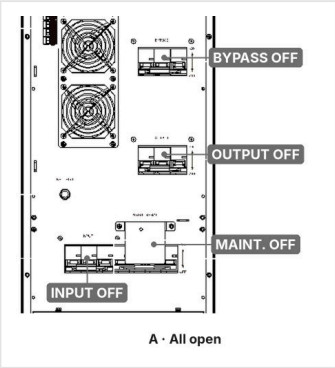

FIGURE 6-1 A — all open
Make sure the upstream breakers, the four UPS breakers and the external battery breaker are open (Figure 6-1) and the battery plug-ins are unplugged. Do not move the UPS after it has been wired.
- The cover of the maintenance breaker is fitted and all breakers are open (Figure 6-1).
3. Open the external battery breaker, if any, then the **INPUT**, **BYPASS** and **OUTPUT** breakers (Figure 6-1), and the upstream breakers.